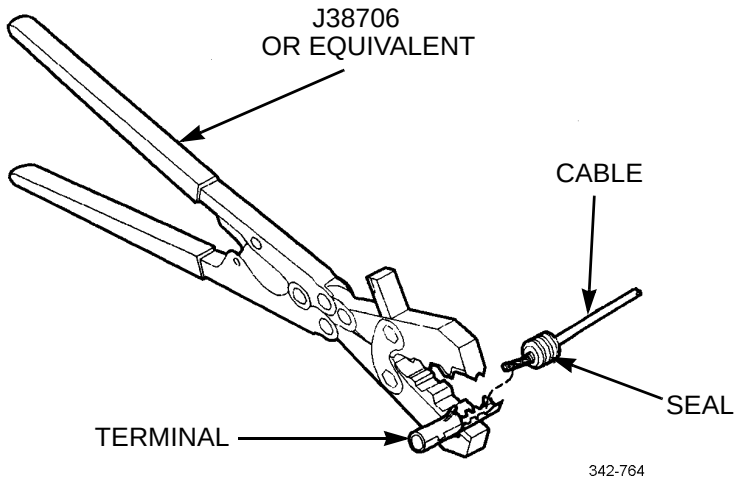

Figure 7. Terminal Position.
(1) Insert terminal into locating hole of crimping tool using proper hole according to gage of cable to be used (Figure 7).